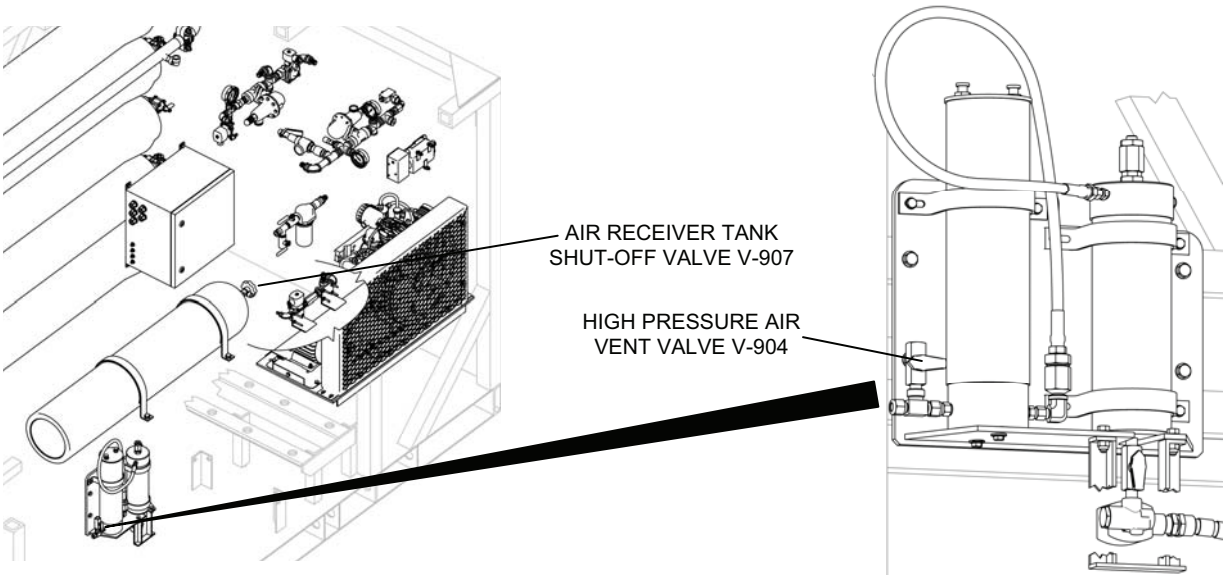

Figure 7. Valve for Bleeding the High Pressure Air System.
b. **Slowly** open High Pressure Air Vent Valve V-904 to bleed the air from the high-pressure system. Then close the valve (Figure 7).